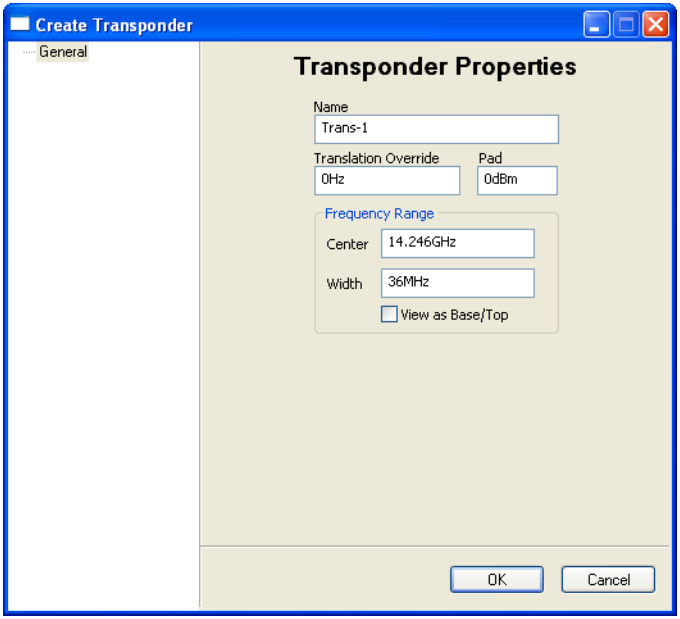

Figure 3-23 Create Transponder dialog
2. Enter the transponder **Name**, **Center Frequency**, and **Bandwidth Span** in the Create Transponder dialog (figure 3-23).